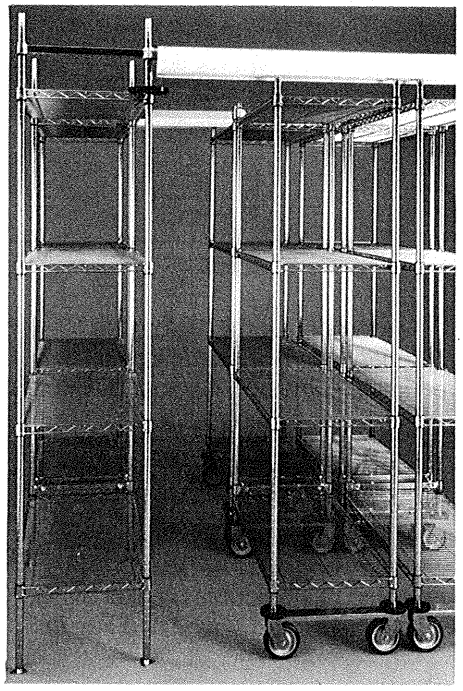

FIG. 1
3. Align a mobile unit with the end unit. Take a length of track and position it so the rollers are located inside the track. At the same time have the hole in the top of the track positioned over the slot in the extended end of the bracket bar. The mobile unit must support the end of the track not being fixed to the end unit. Insert a hex bolt down through the track and the extended end of the bracket bar. Place a flanged nut onto each bolt. Tighten nut until snug. Repeat this operation for the opposite track section and securely tighten all nuts (Fig. 1 and Fig. 2).